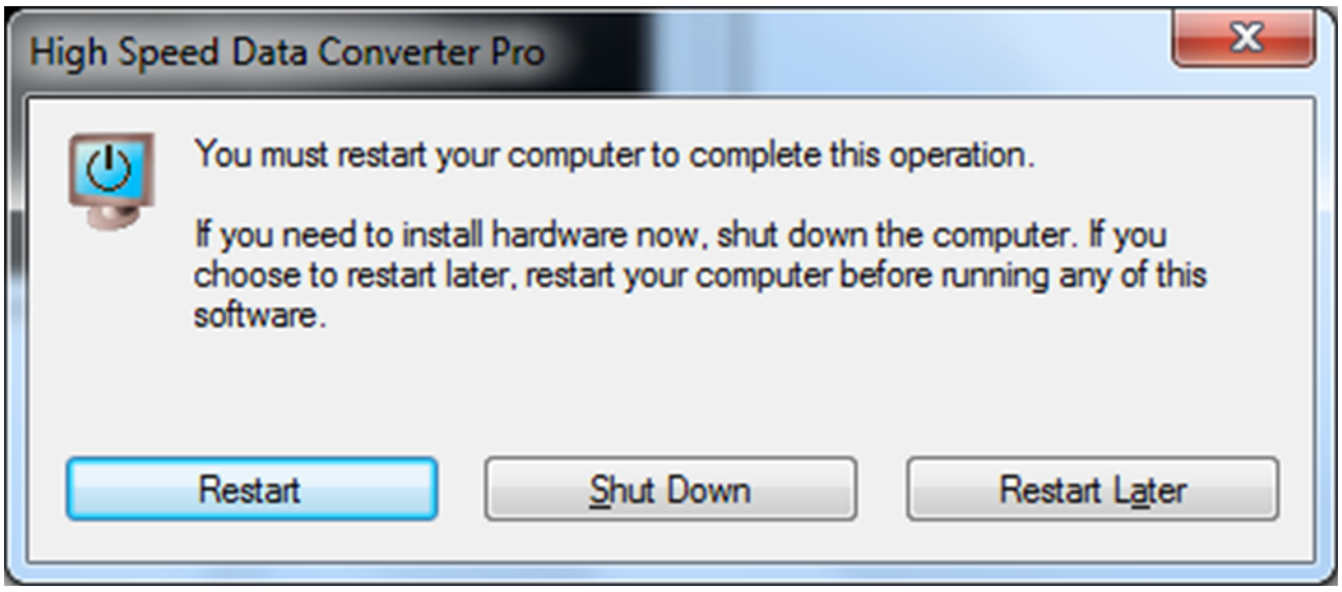

Figure 31. HSDCPro Install
- As shown in Figure 31 a restart might be requested depending on whether or not the PC already had the National Instruments MCR Installer. If requested, hit the *Restart* button to complete the installation.